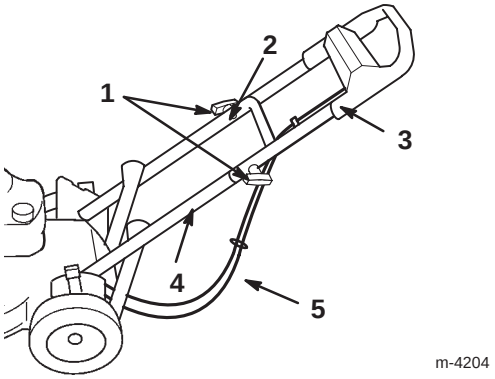

Figur 3
5. Skjut den övre handtagssektionens ändar över det nedre handtaget så att sektionerna ligger intill varandra (figur 3).
2. Välvd handtagsbult (2)
6. Se till att kablarna dras under och bakom det nedre handtaget enligt anvisningarna i figur 3.
7. Säkra det övre handtaget vid det nedre handtaget med två böjda handtagsbultar och två vred (figur 3).